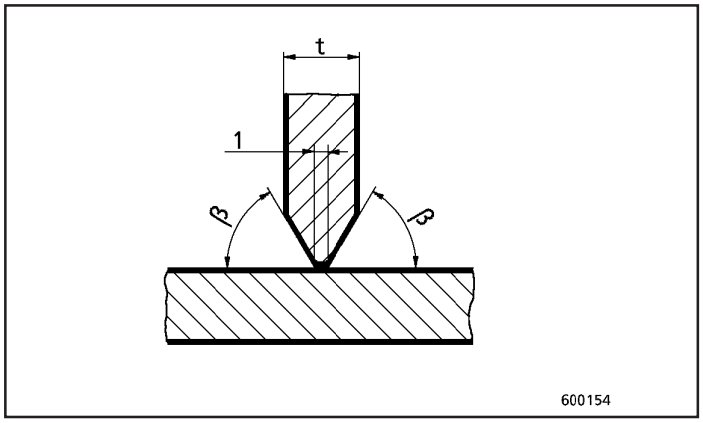

Fig.45
- Solda de topo em cunha dupla (Fig. 45)